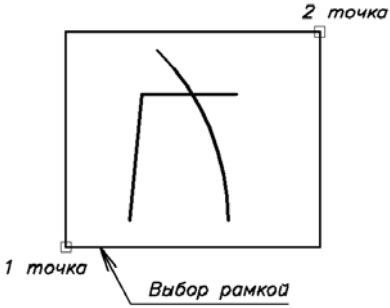
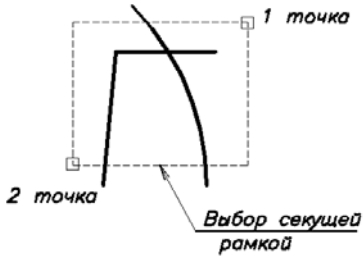

Рис. 2.4. Выбор объектов простой рамкой
Рис. 2.5. Выбор объектов секущей рамкой
мыши выбирают их. Во втором случае вводят поочередно координаты двух диагонально противоположных углов рамки. Первую точку вводят щелчком левой кнопки мыши вне выбираемых объектов. Вторую точку вводят на запрос в командной строке *Specify opposite corner* (Противоположный угол), охватывая выбираемые объекты рамкой. Простую рамку проводят слева направо (за курсором протягивается сплошной прямоугольник), при этом нити графического курсора не должны пересекать выбираемые объекты (рис. 2.4). Секущую рамку проводят справа налево (за курсором протягивается пунктирный прямоугольник) (рис. 2.5), при этом нити графического курсора могут пересекать выбираемые объекты. В командной строке выдается сообщение о количестве выбранных объектов *3 found* (Найдено:3). Выбранные объекты подсвечиваются.
2. В верхнем списке по умолчанию предлагается вариант **No selection** (Ничего не выбрано). Нужно выбрать рамкой *(см. рис. 2.5)* оба контура, после